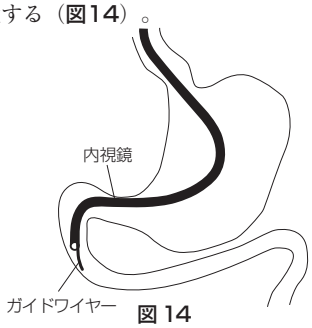

図 14
1. **使用方法1**の8項までにより（ただし、本使用方法ではガイドワイヤーは予め本品に挿入しない）、本品の挿入準備を行う。次に内視鏡を経口的に十二指腸下行脚まで挿入し、ガイドワイヤーを内視鏡の鉗子孔より挿入して、十二指腸下行脚に留置する（**図14**）。